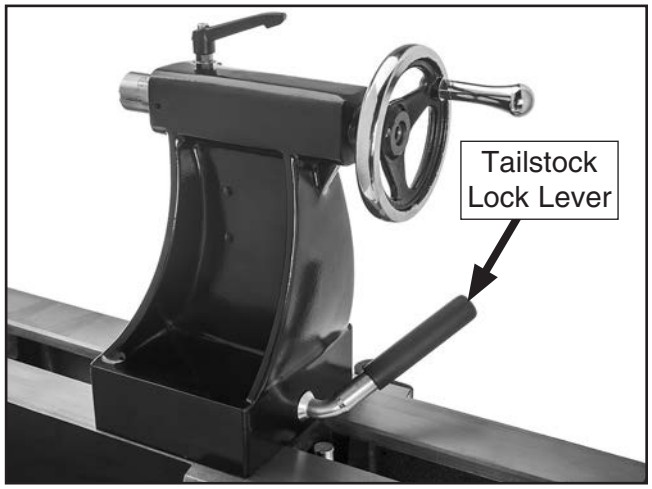

Figure 17. Location of tailstock lock lever.
4. Loosen tailstock lock lever (see **Figure 17**) and move tailstock to end of bedway, then retighten lock lever. This will help balance the lifting load.